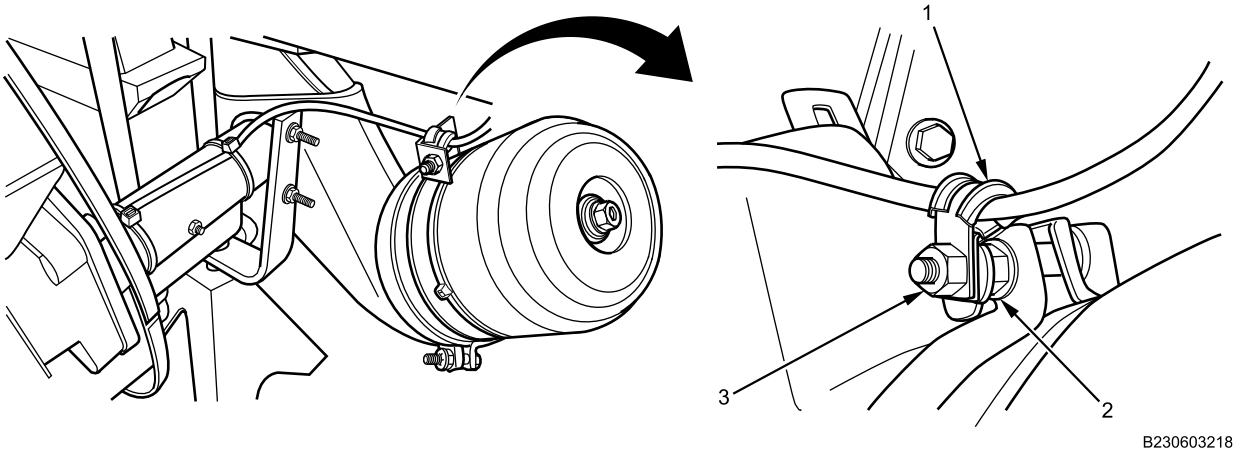

Figure 3. ABS Sensor Wire Bracket Nut.
5. Hold brake chamber band clamp nut (Figure 3, Item 2) and remove ABS sensor wire bracket nut (Figure 3, Item 3).
6. Remove ABS sensor wire bracket (Figure 3, Item 1) from brake chamber.